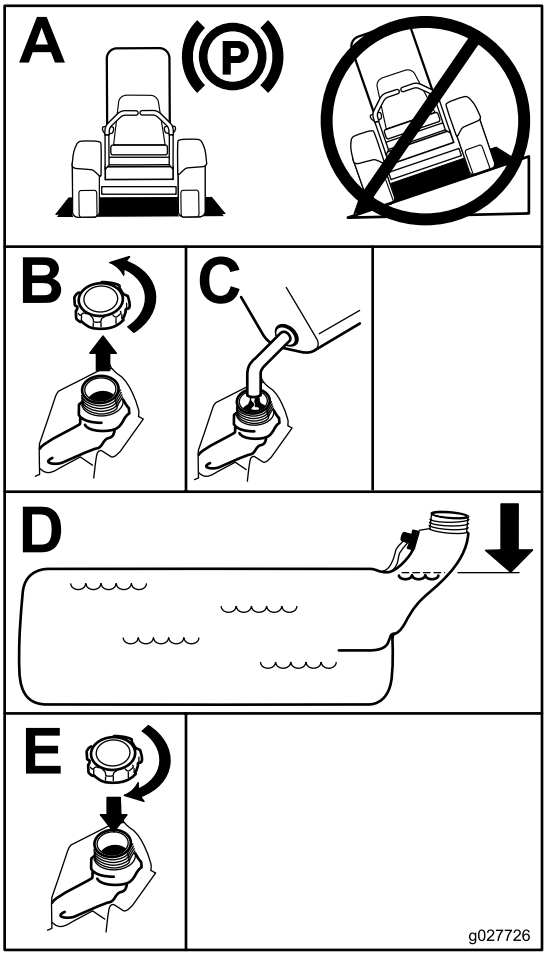

Figur 7
3. Gör rent runt tanklocket och ta bort det. Fyll bränsletanken med blyfri regularbensin tills nivån ligger mellan 6 och 13 mm under påfyllningsrörets nedersta del. Det utrymmet behövs för bensinens expansion i tanken. Fyll inte tanken helt full, se Figur 7.